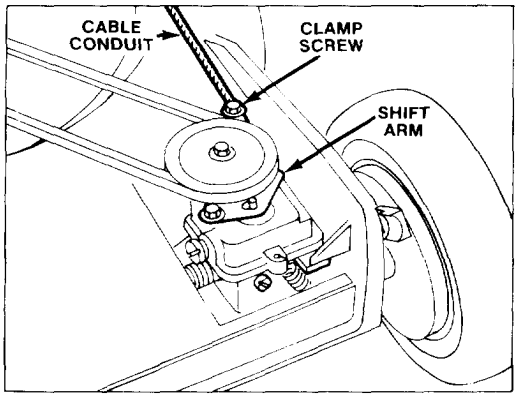

Figure 18
3. ADJUSTMENT (Fig. 18) — Loosen cable clamp screw until cable conduit slides. Move handle-mounted wheel drive control to DISENGAGE detent. Move shift arm toward clamp screw and hold in place. Pull cable conduit to remove slack and tighten clamp screw.